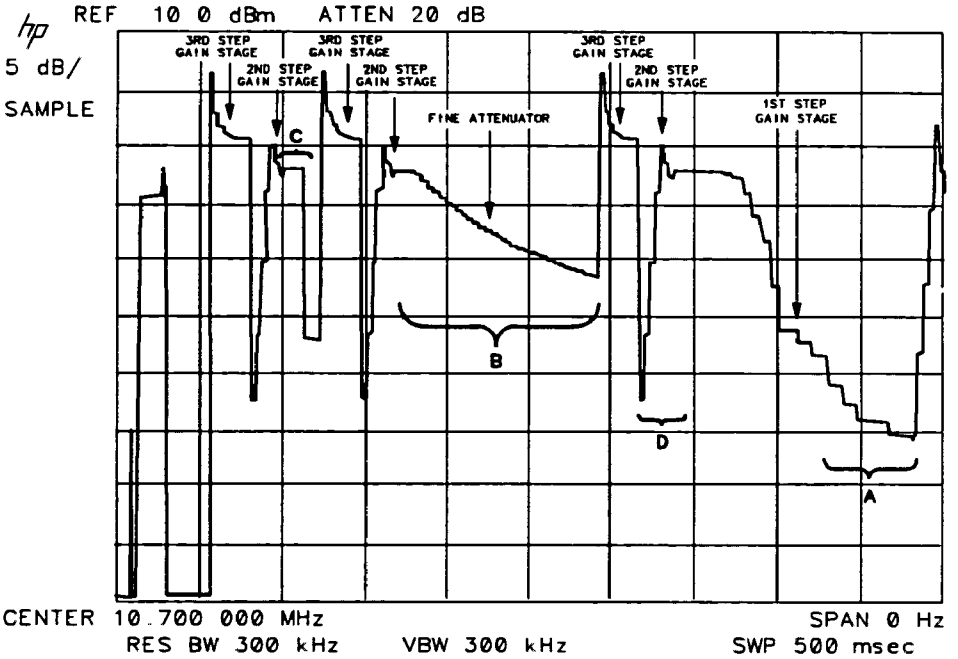
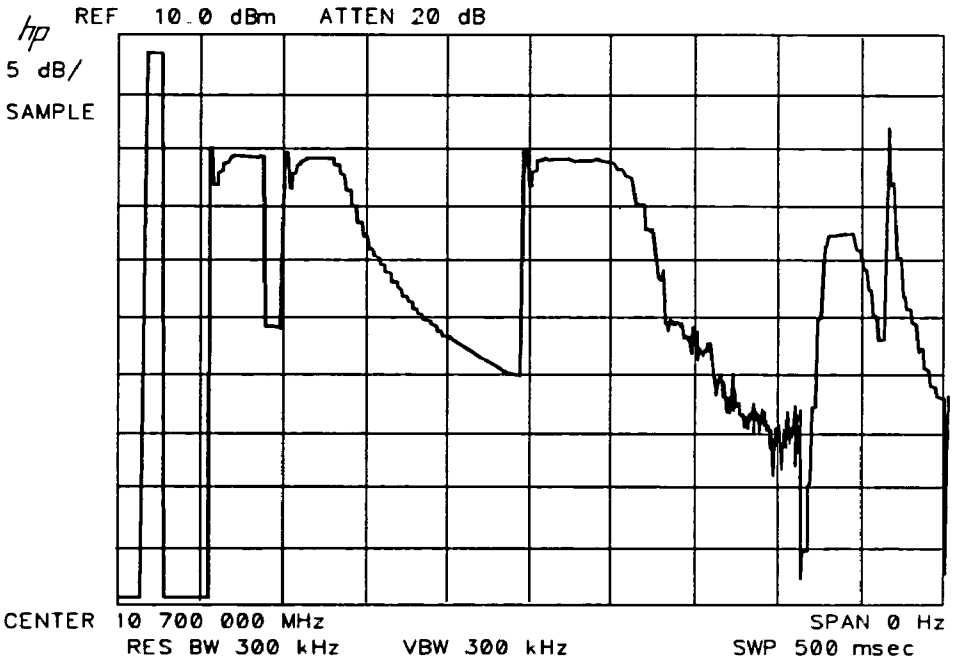
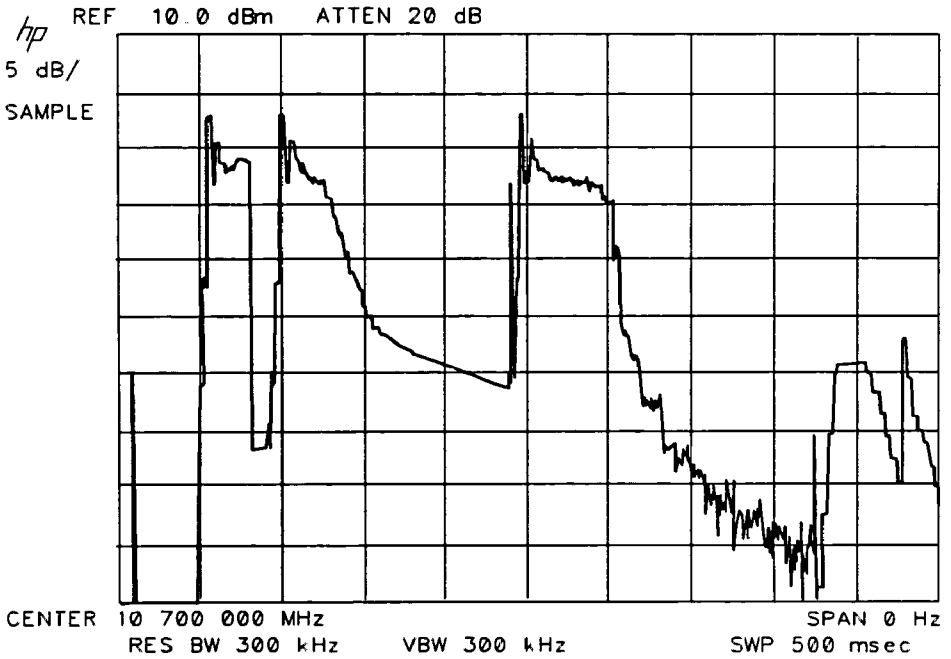

Figure 9-4. Detailed IF Adjust Signature (1)
Figure 9-11. Region B Amplitude Variation
Figure 9-12. Region B Amplitude Offset
b. Simultaneously press (SINGLE) on the HP 8566A/B and **ADJ CURR IF STATE** on the HP 8562A/B. Figures 9-4 through 9-8 illustrate detailed IF signatures of a properly-operating HP 8562A/B.
- **Region A of Figure 9-4 is Noisy:** Suspect the First LC pole.
- **Region B of Figure 9-4 is Flat:** Suspect the Third Step Gain Stage, the Fine Attenuator, or the Fourth LC Pole output amplifier.
- **Region C of Figure 9-4 has no 15 dB Step:** Suspect the Reference 15-dB Attenuator.
- **Region D of Figure 9-4 is Flat:** Suspect the Second Step Gain Stage.
- **Amplitude Region B of Figure 9-4 Varies More Than 12 dB:** Suspect the Third Step Gain Stage output amplifier. See figure 9-11.
- **Region B of Figure 9-4 is Kinked:** Suspect the Fourth LC pole output amplifier. See figure 9-12.